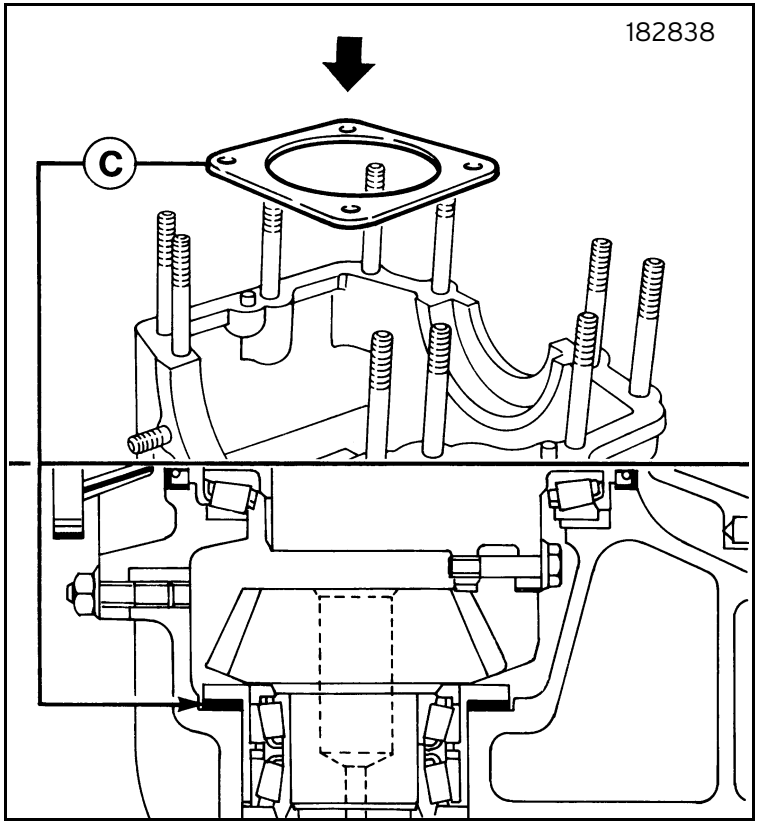

Fig. 38
- Fit the specified tentative adjustment shims C (figure 38):